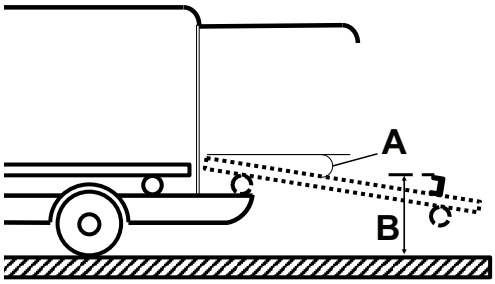

Figure 14 – Spécifications de la plaque d'arrêt et du plateau de chargement
- L'angle (A) du plateau de chargement ne dépasse pas 16° (Figure 14)
- La hauteur (B) mesurée du haut de la plaque d'arrêt jusqu'au sol est comprise entre 28,0 po (71,1 cm) et 29,4 po (74,7 cm) (Figure 14)